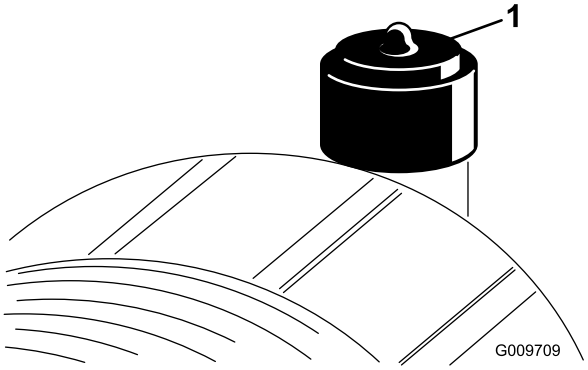

図 45
エアクリーナのフィルタの整備は、インジケータが赤色になってから行ってください図 45。早めに整備を行っても意味がありません。むしろフィルタを外したときにエンジン内部に異物を入れてしまう危険が大きくなります。
2. インジケータ図 45が赤になっている場合はリセットする。